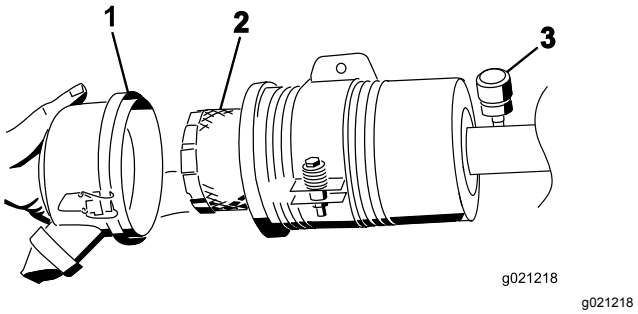

Figur 73
4. Ta bort och byt ut filtret (Figur 73).